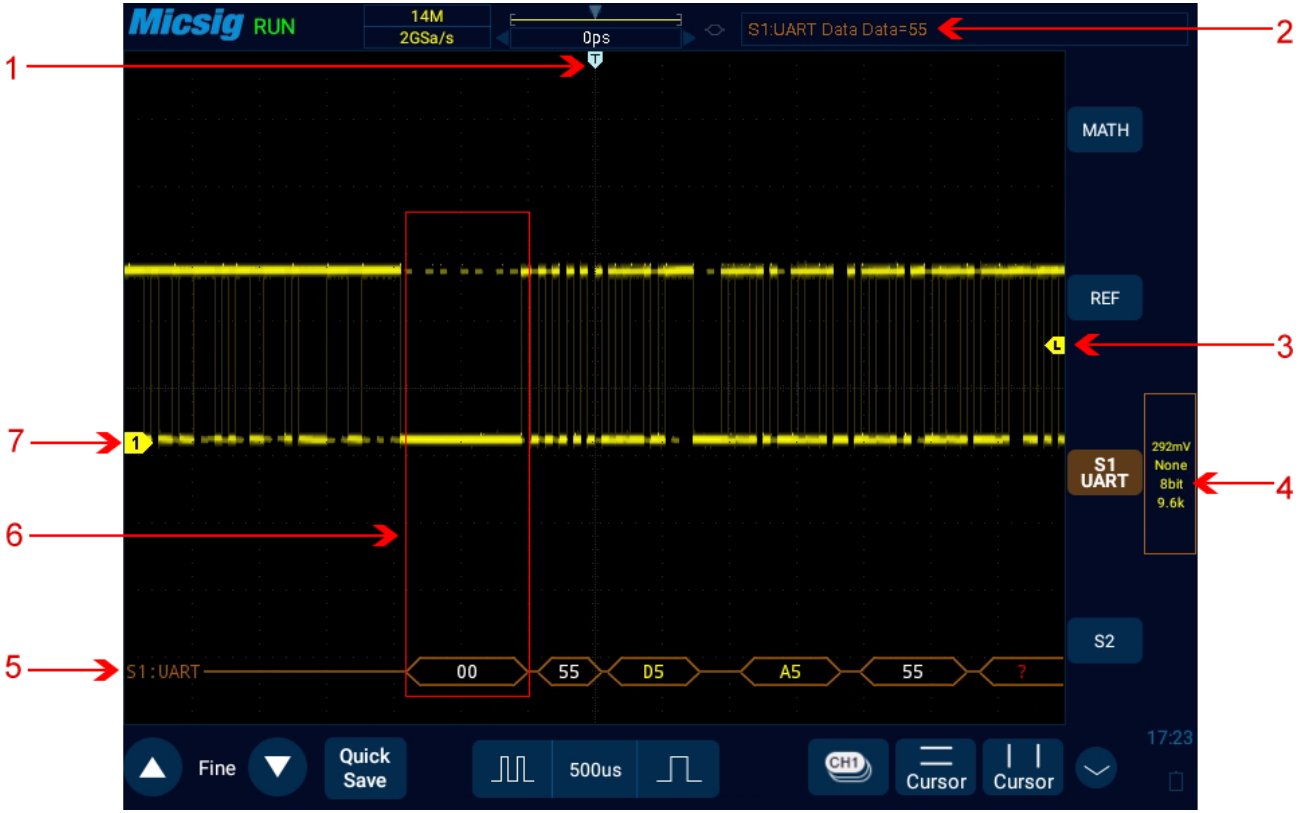

Figure 12-8 UART Graphic Interface
(1) Tap S1 to open the decode channel, and click S1 again to open the bus configuration menu;
(2) Select the bus type as “UART”, click “Ch1”, “Idle High”, “Parity None”, “8bit”, “19.20kb/s”, display “hexadecimal”, then close menu;
(3) Open the trigger mode setting menu, click “Data”, enter 55 manually, and press “enter” to confirm;
(4) Adjusting the threshold level according to the amplitude level of signal may make the signal to be stably triggered. The UART trigger graphic interface is shown in Figure 12-8: